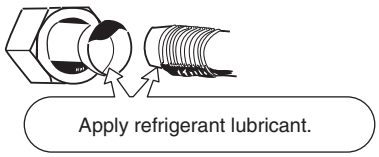

Fig. 5-4
(1) Apply a sealing cap or water-proof tape to prevent dust or water from entering the tubes before they are used.
(2) Be sure to apply refrigerant lubricant (ether oil) to the inside of the flare nut before making piping connections. This is effective for reducing gas leaks. (Fig. 5-4)